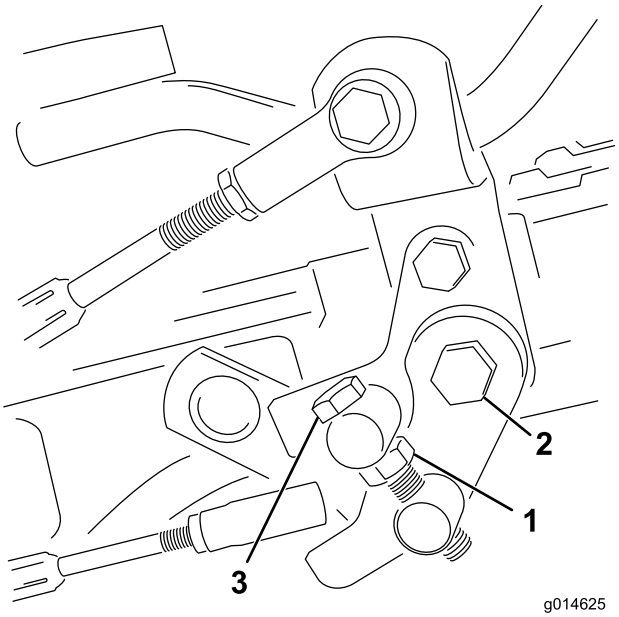

Figur 51
1. Løsn kontramøtrikken på trækbøjlen (Figur 51).
4. Tilspænd kontramøtrikken på tappens maskinskrue og møtrikken på pedalens drejetap for at låse justeringen (Figur 51). Kontroller justeringen, og juster som påkrævet.